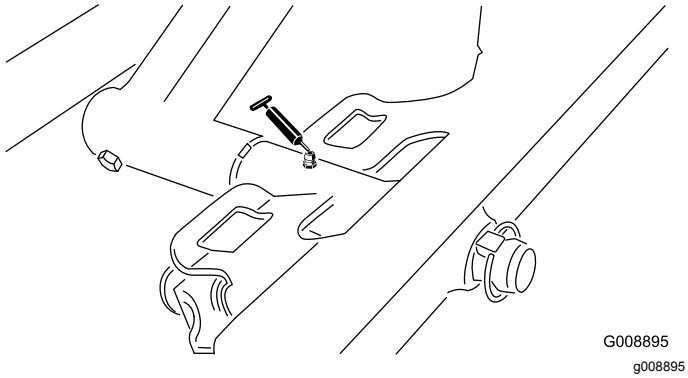

Rysunek 50
- Oś przedniego zespołu tnącego (Rysunek 50)